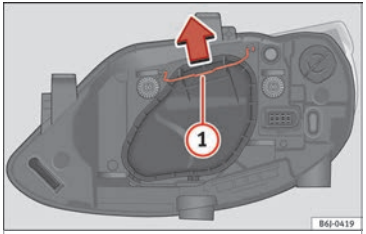

Fig. 176 Dipped beam/main beam of the single headlight.
– Move the loop ››› **Fig. 176** (1) in the direction of the arrow and remove the cover.
– Move the loop ››› Fig. 176 ① in the direction of the arrow and remove the cover.